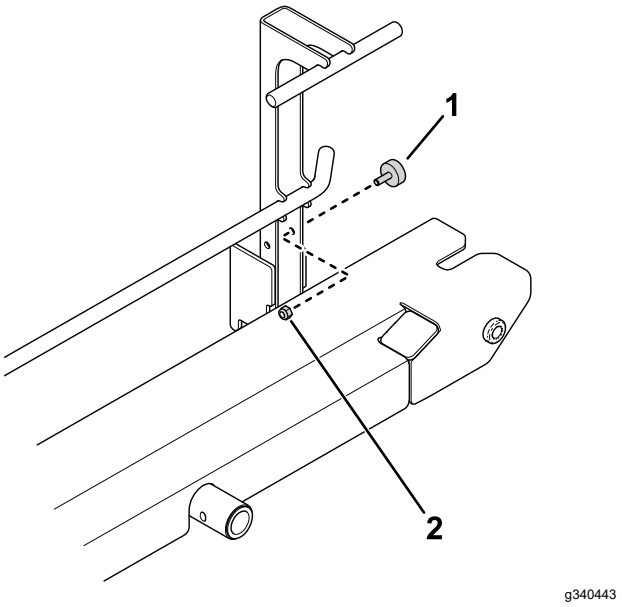

**Figuur 11**
3. Gebruik een moer (¼") om een bumper op de oprijplaat te monteren (Figuur 11).